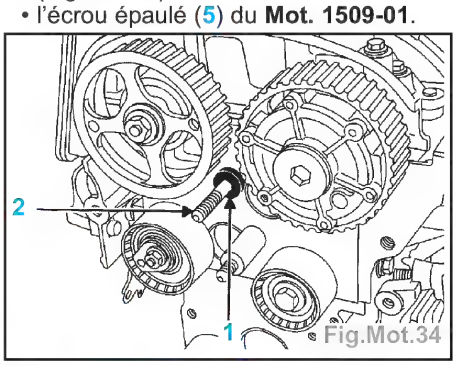

Fig.Mot.34
• l'entretoise (1) du **Mot.1509-01** sur le goujon (2) (Fig.Mot.34),